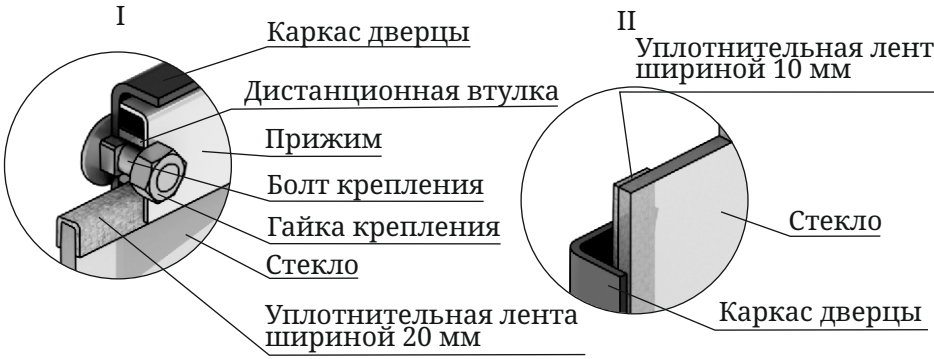

Рисунок 15. Крепление светорозрачного экрана дверцы модификации «Витра»
1. Отверните две гайки, фиксирующие прижим (рисунок 15.I), демонтируйте его и дистанционные втулки.
3. Возьмите новое стекло. Если на нем нет уплотнительных лент, наклейте их, лента шириной 20 мм наклеивается сверху и снизу стекла «П» — образно (рисунок 15.I), лента шириной 10 мм наклеивается вертикально, вдоль боковых сторон стекла (рисунок 15.II).
4. Вставьте стекло в упор, при этом лента, наклеенная с боковых сторон (вертикальная) должна быть зажата между стеклом и каркасом дверцы (рисунок 15.II).
Внимание! Гайки, фиксирующие прижим накручиваются на болты крепления через дистанционные втулки (рисунок 15.I).